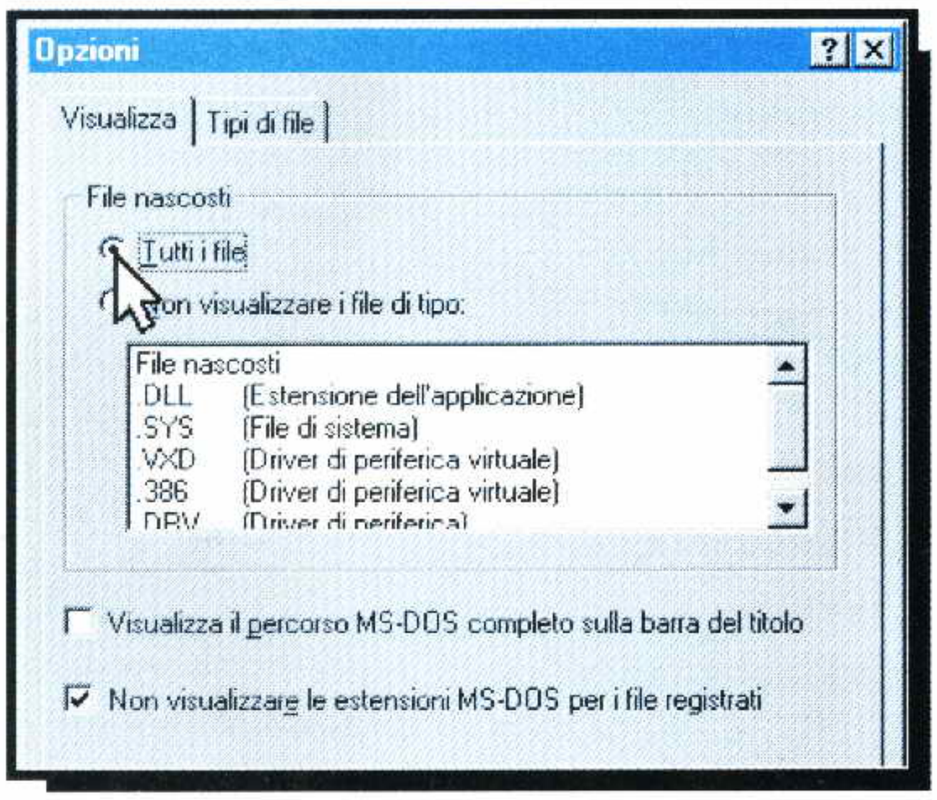

Fig. 16
– Nella finestra di dialogo che appare scegliete **Tutti i file** cliccando con il mouse sul cerchietto visibile in fig.16, poi portate il cursore sulla scritta **OK** e cliccate. Nella finestra a destra vedrete apparire tutti i file, compresi quelli **nascosti**.